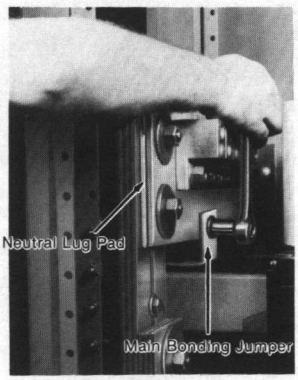

Figure 14
2. Install the main bonding jumper between the neutral bus and the ground bus (See Figure 14). Torque bolts as specified in the section on "Through Bus Connections."